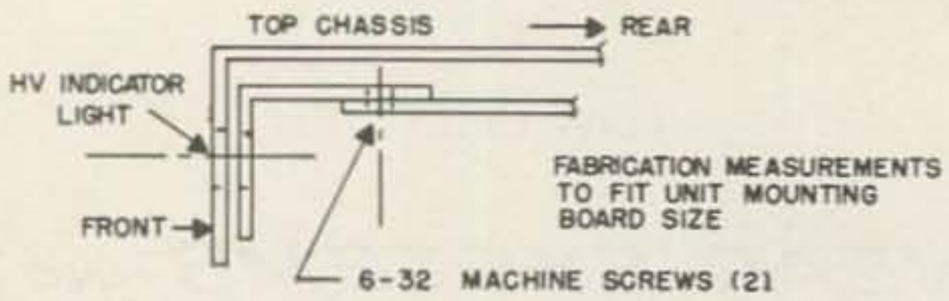

FIG 3
Step 1 Bend an aluminum bracket as shown in Fig. 3. Mount under the nut that holds HV indicator light as indicated.